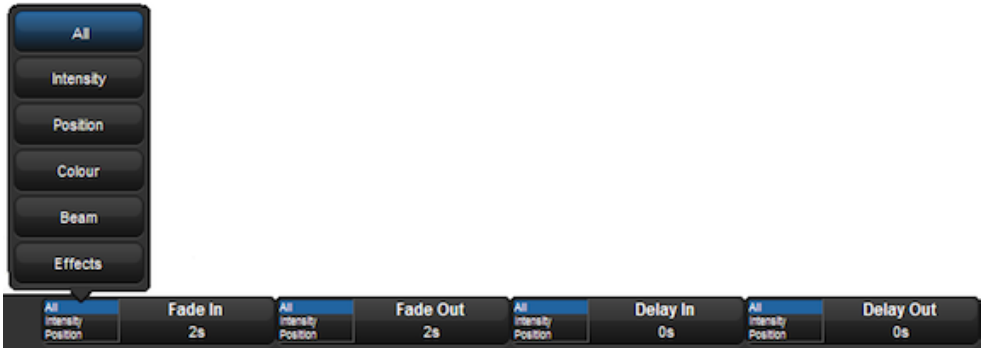

Figure 12.5. Selecting Parameter Types from the Wheels Toolbar
4. Click on Fade In, Fade Out, Delay In or Delay Out and select a parameter type; see *Figure 12.5, "Selecting Parameter Types from the Wheels Toolbar"*.